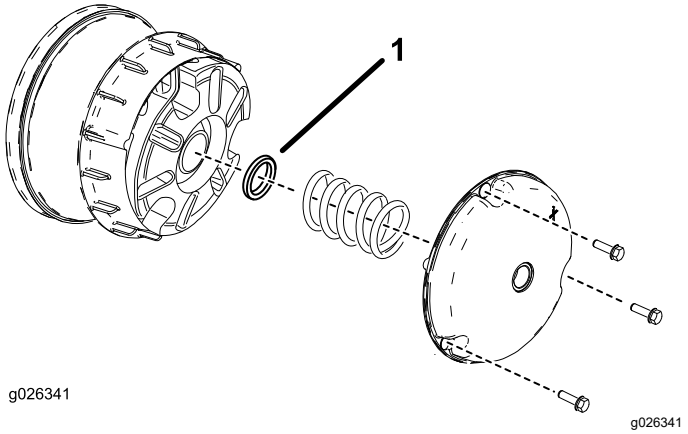

Figur 62
2. Ta bort skruvarna som fäster den primära kopplingskåpan enligt Figur 62.